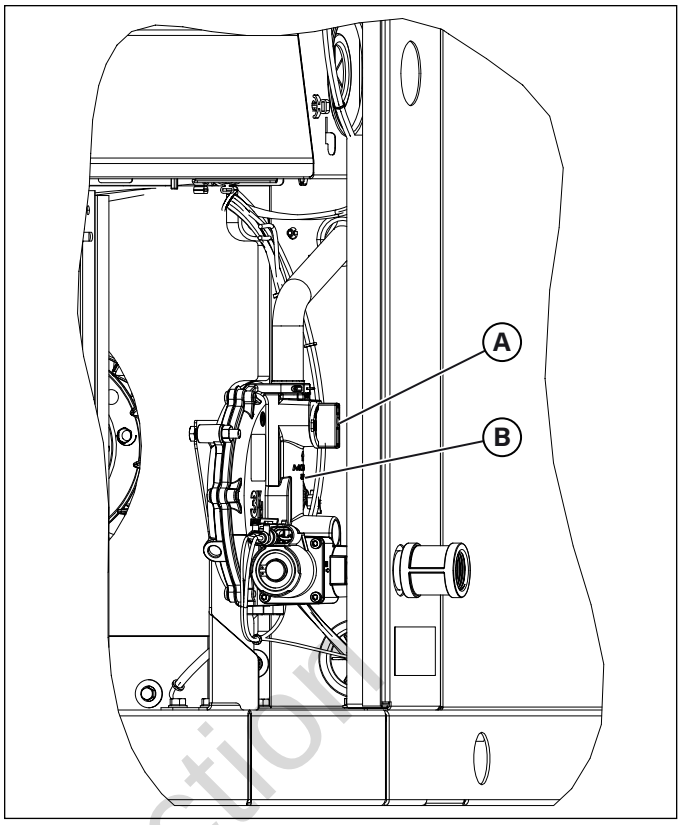

Figura 10
8. Encuentre la válvula selectora de combustible (**A**) arriba del regulador de combustible (**B**). Consulte la Figura 10.